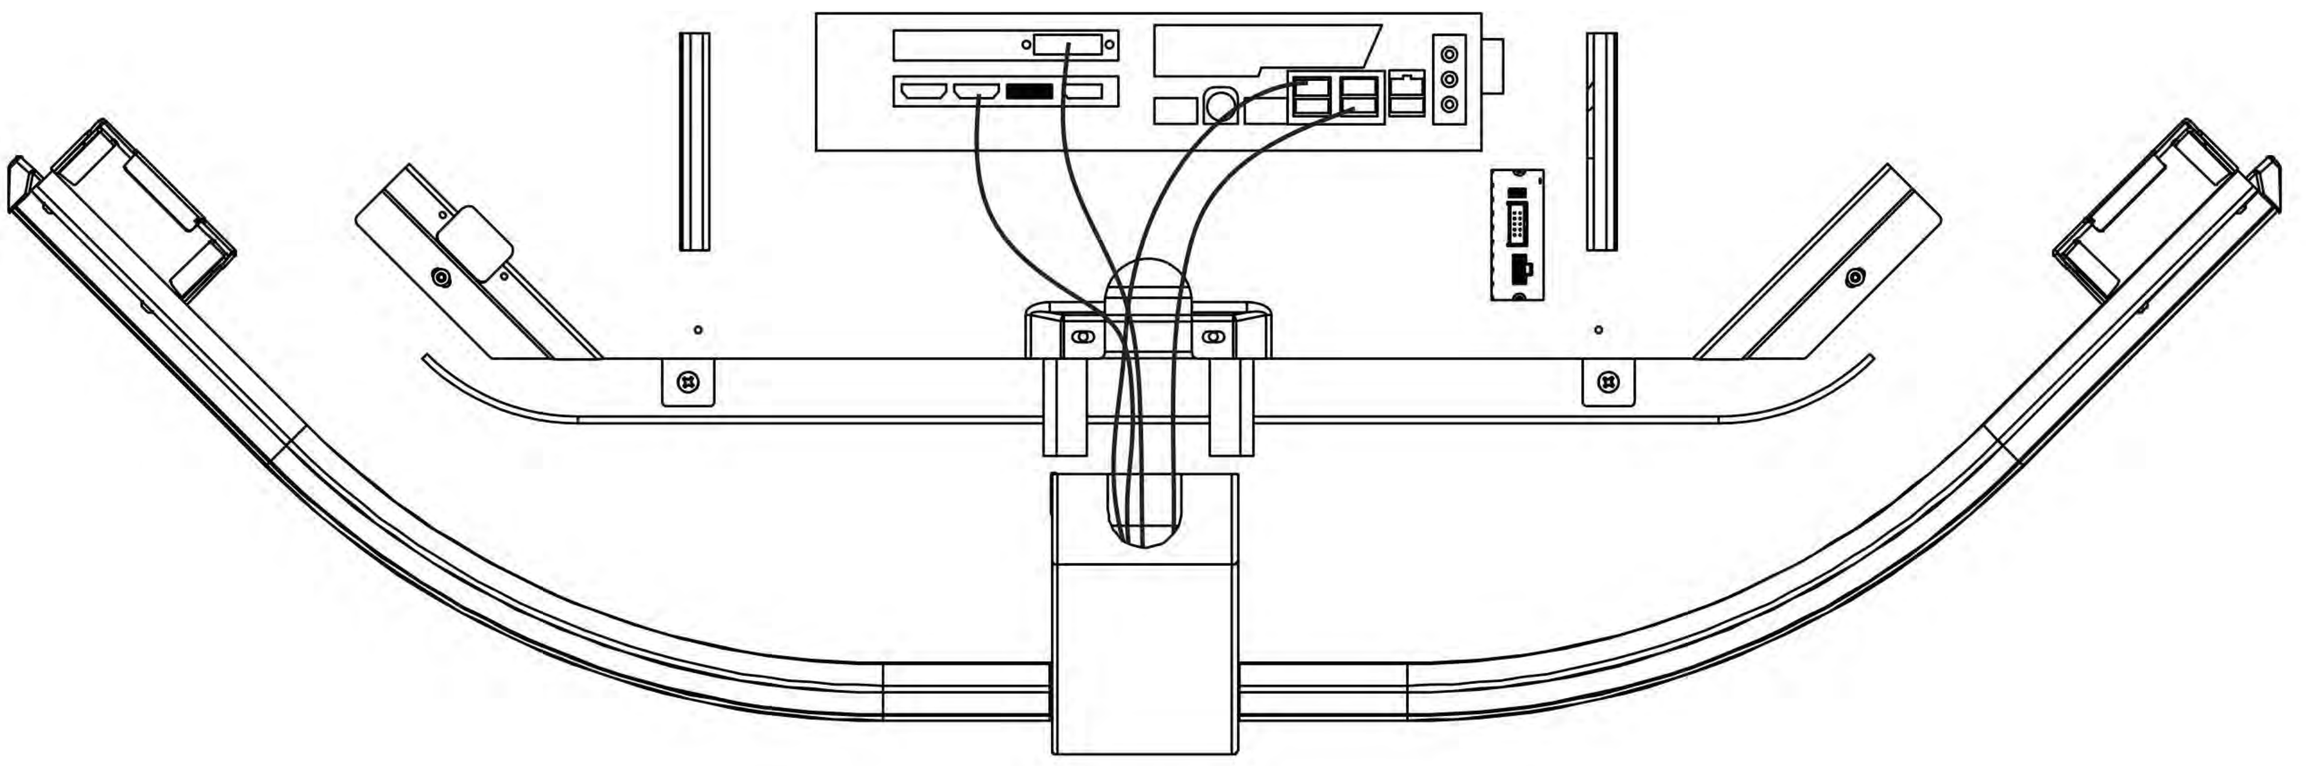

Figure 3
4. Make the remaining connections from the spine to the PC **(Figure 3)**